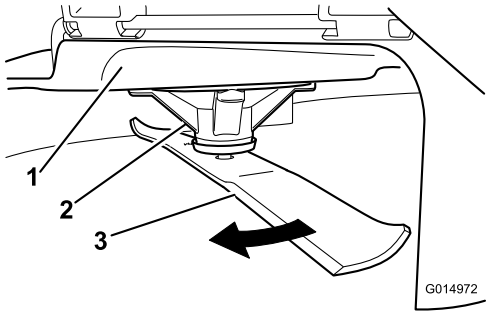

Figur 53
2. Mens der bæres tykt polstrede handsker eller anden tilstrækkelig håndbeskyttelse, drejes skærekniven langsomt til en position, som gør det muligt at foretage en effektiv måling af afstanden mellem skærekanten og den plane overflade, maskinen står på Figur 53).